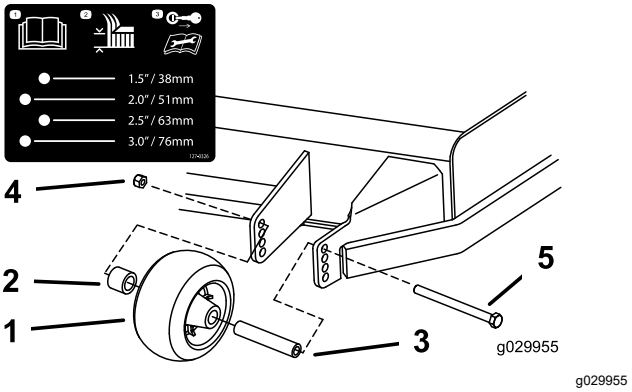

Figur 37
3. Justera antiskalpvalsarna enligt Figur 37.